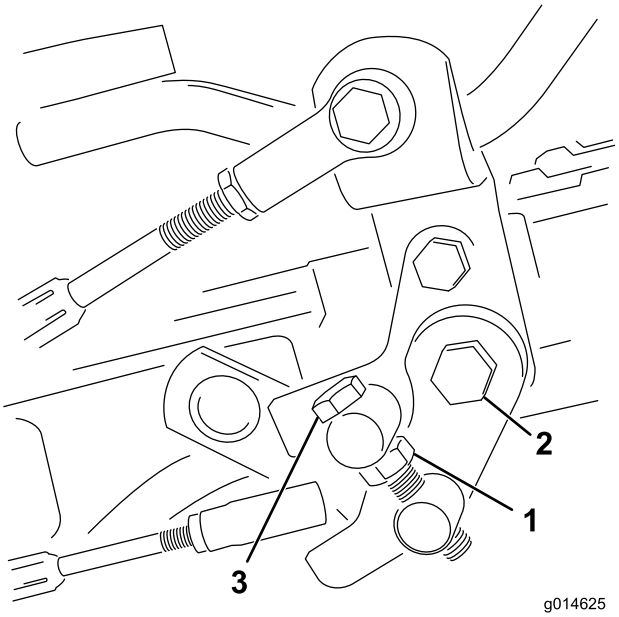

Figuur 53
1. Draai de contramoer op de draaitapbout los (Figuur 53).
4. Draai de contramoer op de draaitapbout en de moer op het scharnierpunt van het pedaal vast om de afstelling te vergrendelen (Figuur 53). Controleer de afstelling en stel nogmaals af indien dit nodig is.